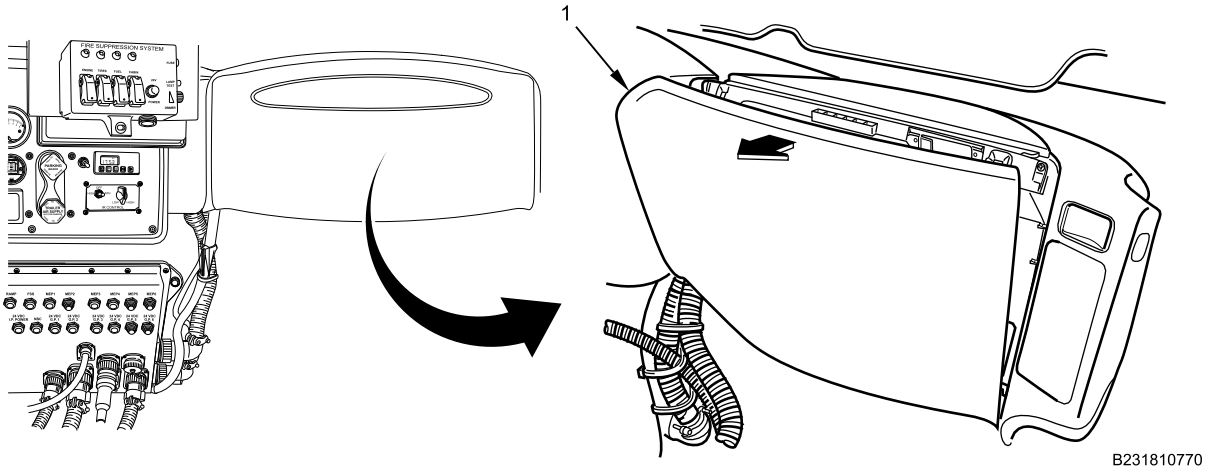

Figure 1. IP Right Side Closeout Fuse Panel.
1. Remove fuse panel (Figure 1, Item 1) by pulling top of panel back and then up.